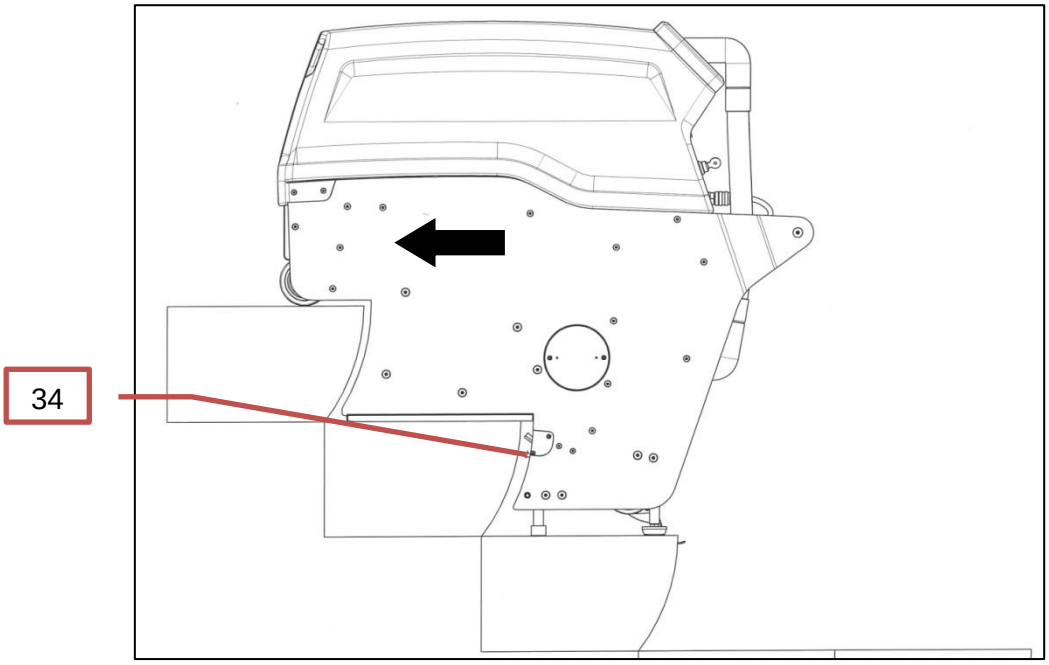
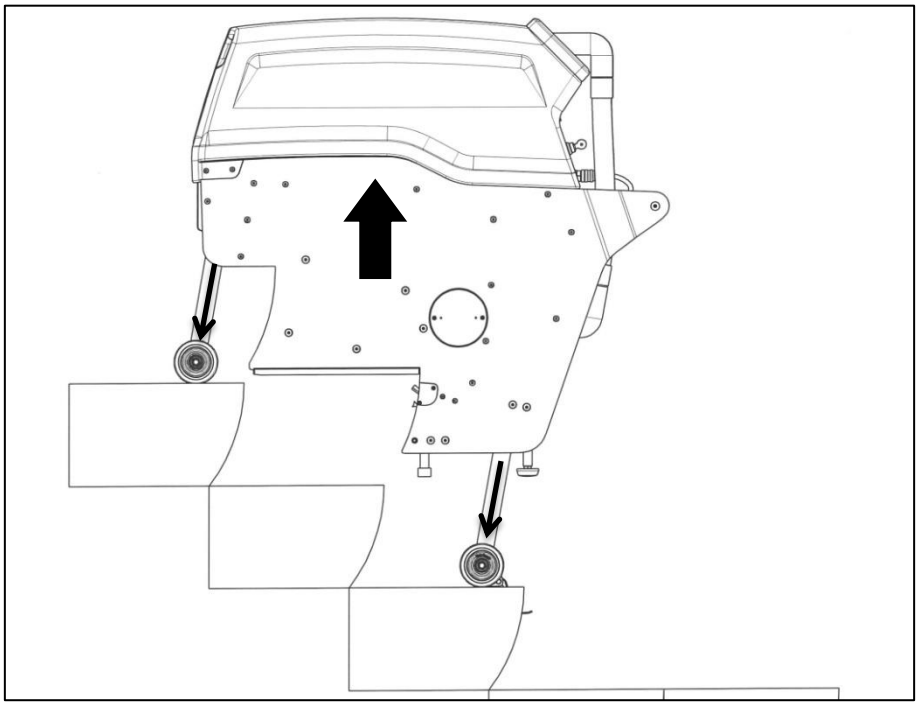

Bild 8 Maschine positionieren
Bild 9 Maschine anheben
- Schlüsselschalter (5) auf „1“ schalten.
- Schnelltaste T3 (56) drücken.
- Reinigungszykluslaufzeit ggf. mit den Pfeiltasten „Reinigungszykluslaufzeit erhöhen“ (49) und „Reinigungszykluslaufzeit verringern“ (50) anpassen. Die aktuell eingestellte Reinigungszykluslaufzeit kann auf der Anzeige (14) abgelesen werden.
- AUTO START Taste (10) drücken
Um eine optimale Befeuchtung der Bürsten zu erreichen, soll bei Beginn des Reinigungsvorgangs die erste Stufe zweimal gereinigt werden. Nachdem die Maschine - an der linken Seite der Fahrtreppe angelegt - bis auf Anschlag der Räder in die Fahrtreppenstufe geschoben wurde (siehe Bild 8: Maschine absenken), wird sie abgesenkt (siehe Bild 9: Maschine ansetzen) und auf den Gleitschienen (25) bis zum Anschlag der Dichtleiste (26) in die Treppe geschoben (Bild 9: Maschine positionieren).
Danach wird die Maschine bis zum Anschlag der Räder auf der nächsthöheren Stufe nach vorne geschoben und wieder abgesenkt. Nun kann die Maschine auf den Gleitschienen in die neue Arbeitsposition geschoben werden (Bild 9: Maschine positionieren).